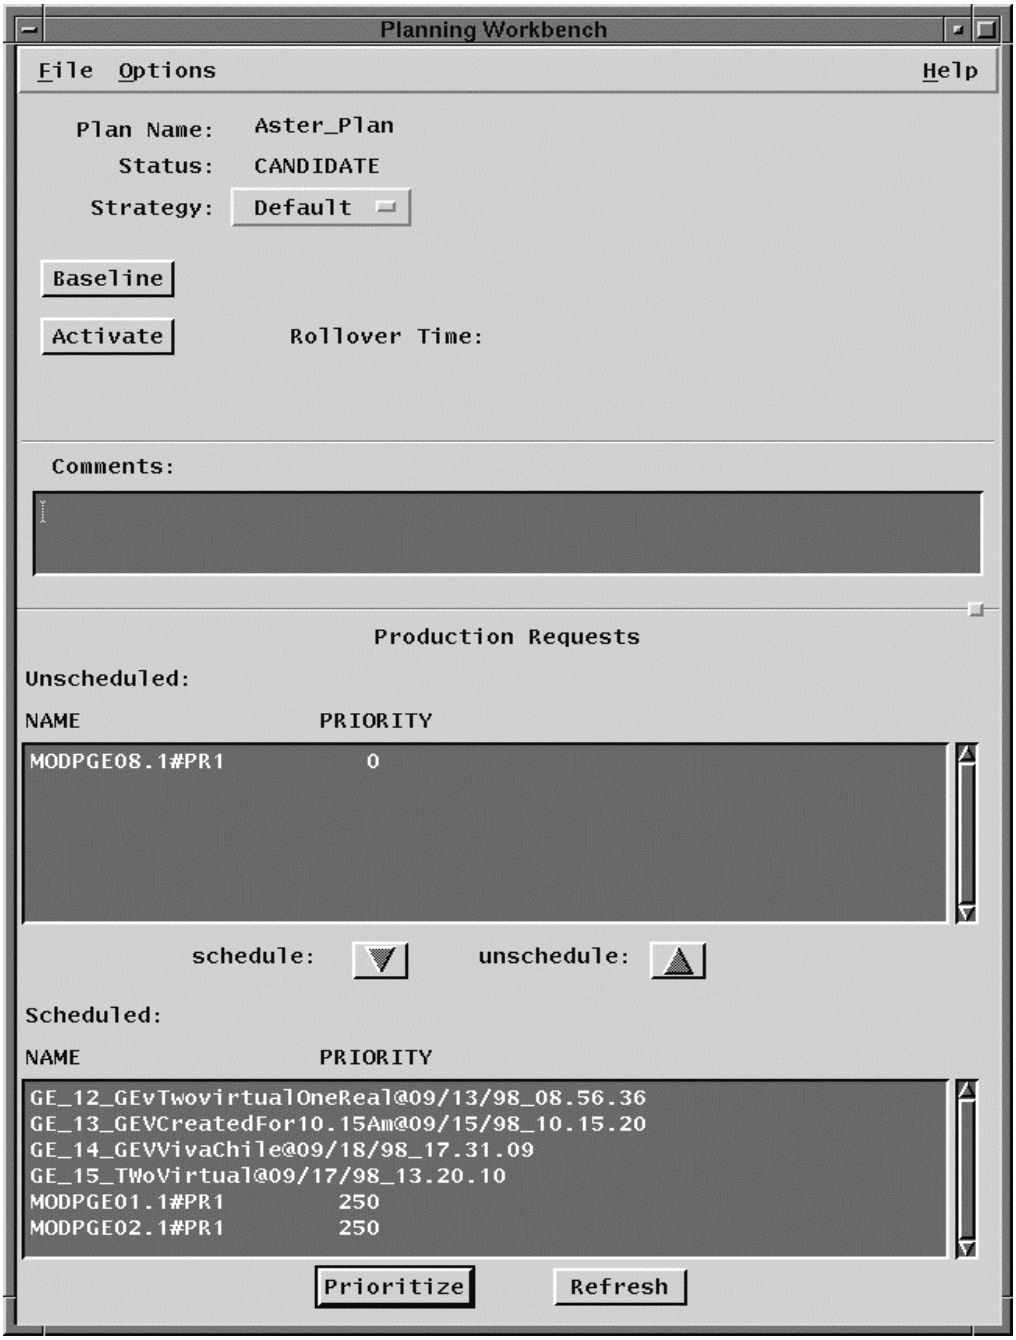

Figure 45. Planning Workbench GUI.
- A Planning Workbench GUI will be appeared as shown in Figure 45.